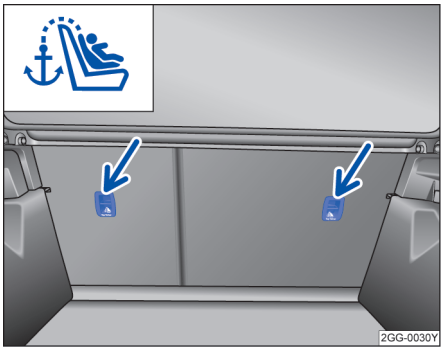

图 39 带顶部紧固绳的 ISOFIX 儿童座椅
– 将儿童座椅插到 ISOFIX 固定环上→ 图 39，直到听见儿童座椅的啮合声。
– 安装正向儿童座椅时，将座椅靠背尽可能向前调节，使其靠在儿童座椅上→ 图 39。
– 将顶部紧固绳固定到行李厢紧固环上→ 图 39。
- 带有 ISOFIX 装置和顶部紧固绳的儿童座椅上标有一个示意图→ 图 39。